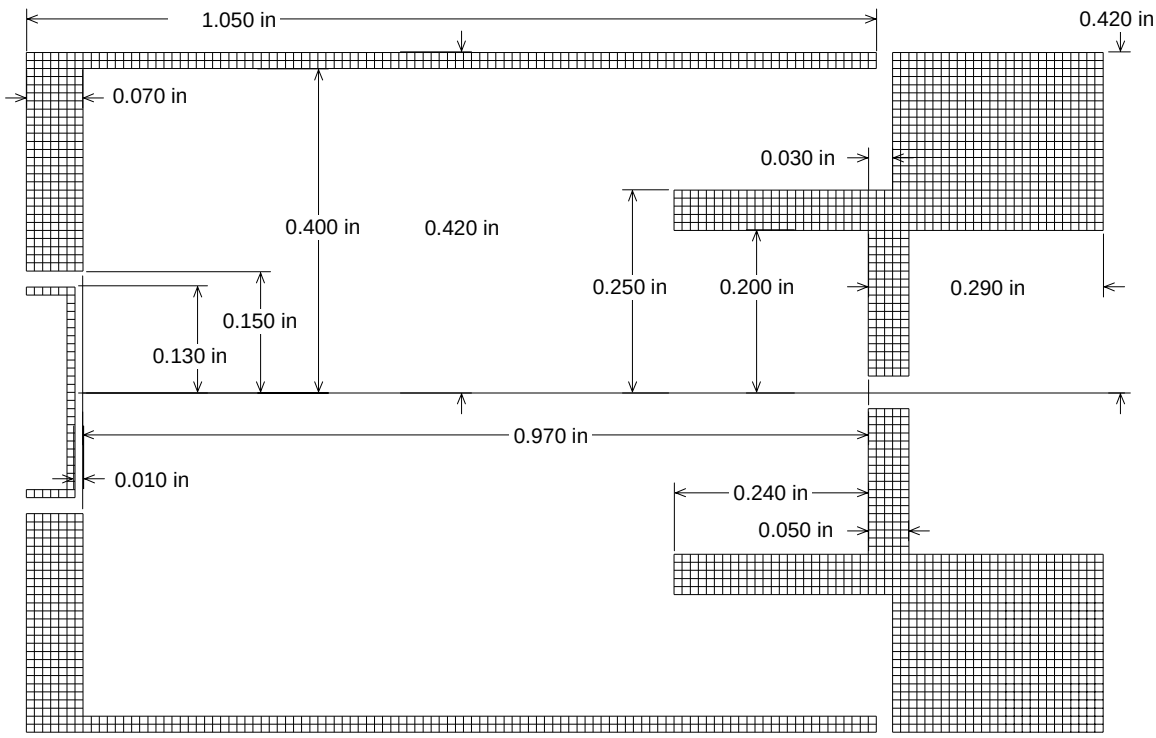

Figure 8.2 3D electron gun, symmetric about the X axis. Filament is 0.012" wide (Z in this view).
2. Referring to Figure 8.2 and 8.3, create a gem file that will produce the 3D electron gun. Use real units (inches) in your geometry file and a locate command to scale the system to fit into an array of 140 x 45 x 45 grid units. Fly the ions in the file egun3d1.fly with the gun set to produce electrons with 70 eV of energy. If you get stuck, or to see several different approaches to solving this, refer to the files egun3d1.gem and egun3d2.gem.